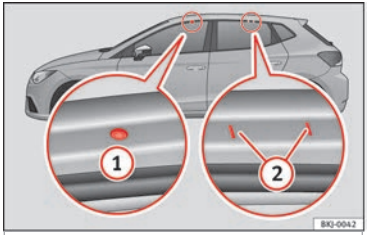

Fig. 143 Attachment points for the roof railings for the roof carrier system.
The front and rear attachment points (1) and (2) are only visible when the doors are open ››› Fig. 143.